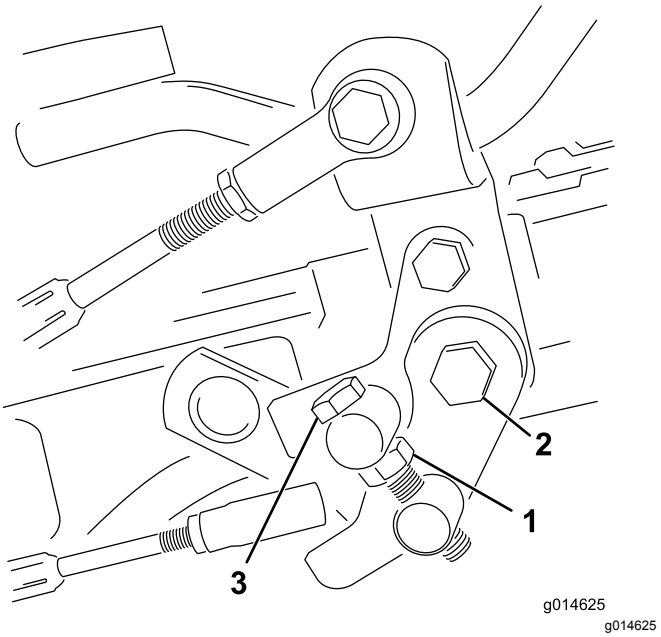

Figur 42
1. Løsne låsemutteren på vuggetappbolten (Figur 42).
4. Stram låsemutteren på vuggetappbolten og mutteren på pedaltappen for å låse justeringen (Figur 42). Sjekk justeringen, og juster etter behov.